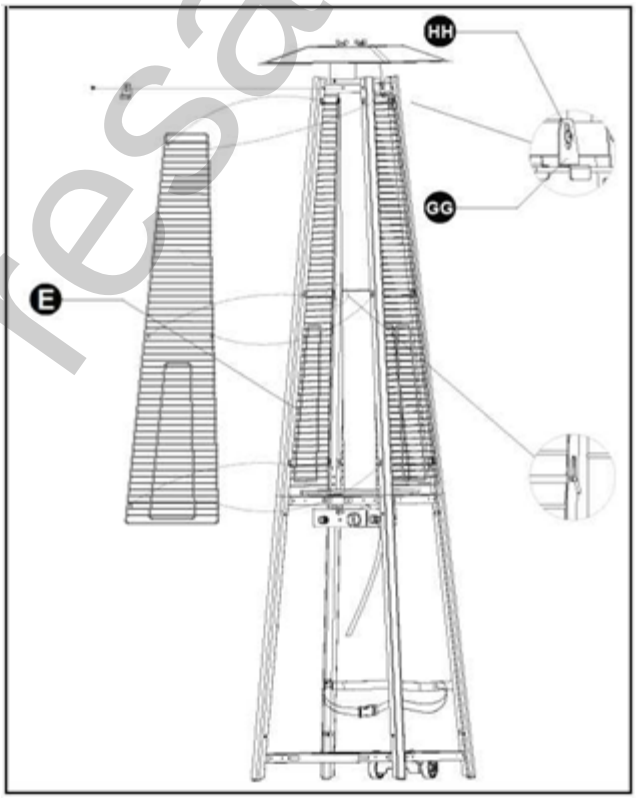

Рис. 11. Установка защитных решеток.
7. Установите защитные решетки (E). Закрепите крючки защитных решеток (E) в отверстиях в верхних опорах (D). Закрепите защитные решетки (E) крепежными кронштейнами (GG) с помощью 4-х винтов 3/16” (HH), как показано на Рис.11.